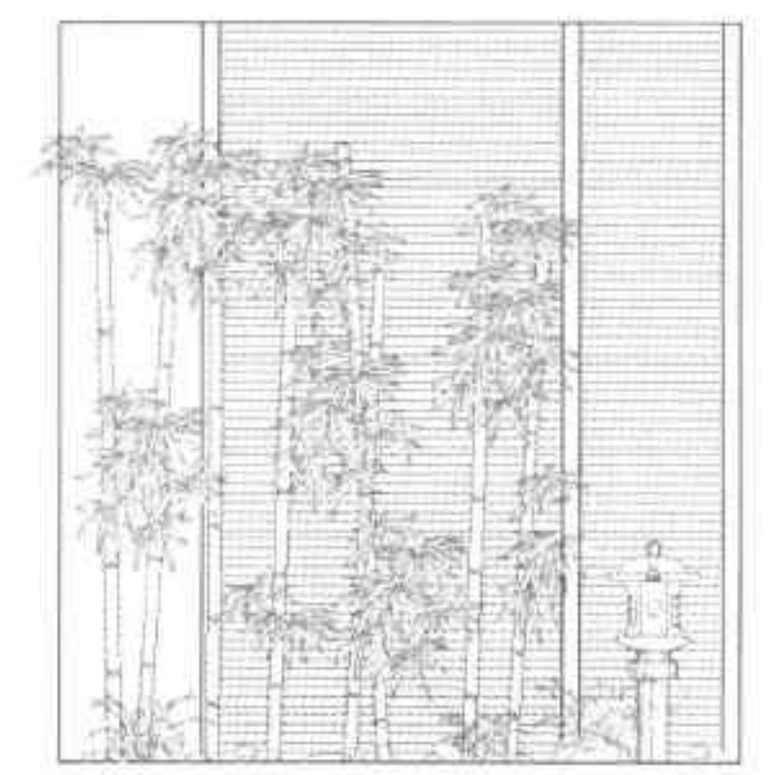

图20-62 修剪图形
Step 12 执行“修剪”命令，对偏移后的图形进行修剪，如图 20-62 所示。